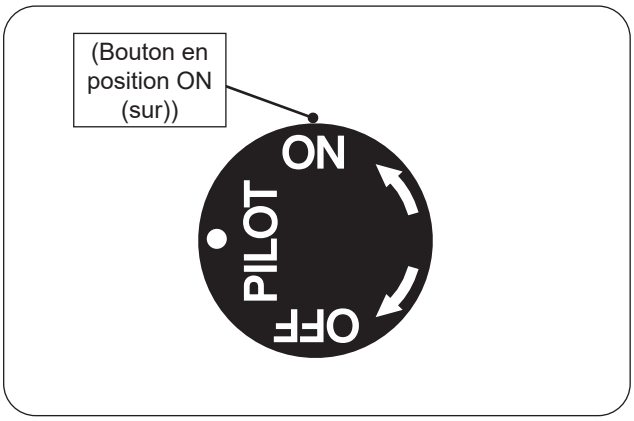

Fig. 44-1 Éclairage manuel
1. Assurez-vous que la veilleuse brûle. Tournez le bouton de commande du gaz dans le sens antihoraire ↶ sur ON (sur) pour allumer le brûleur (Fig. 44-1). La valve s'ouvrira et le brûleur s'allumera.